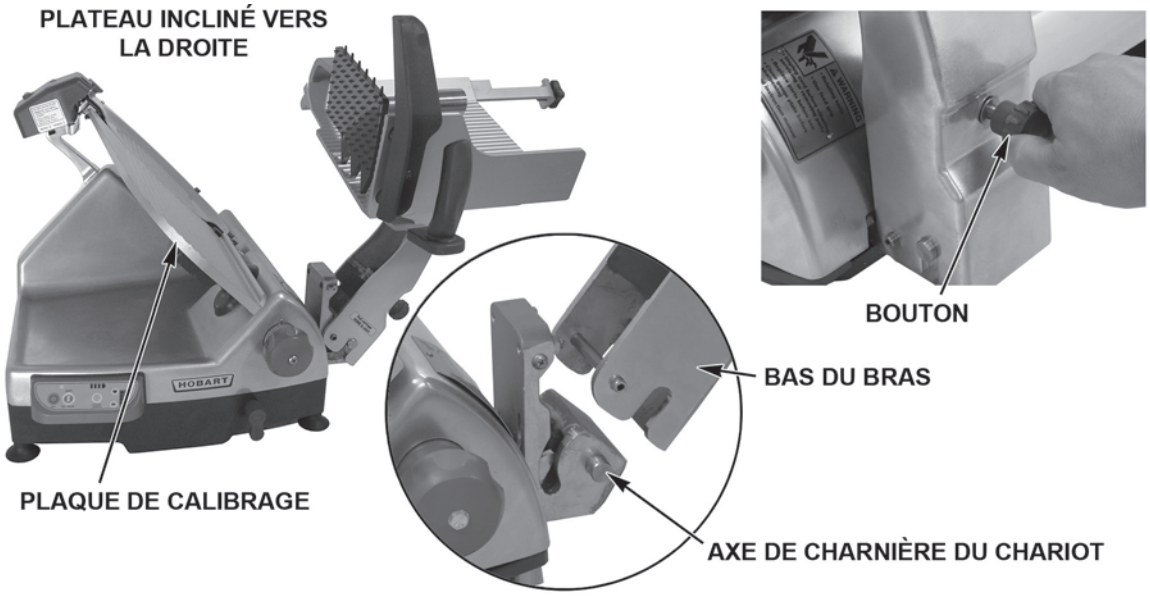

Fig. 25
- Abaissez le bas du bras sur les axes de charnière du chariot (Fig. 25).